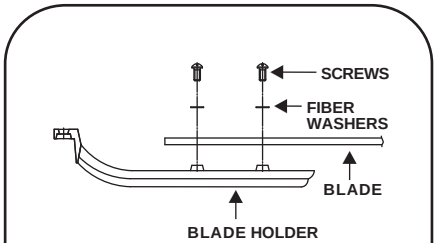

Fig. 16
**Step 1. Attach the fan blade to the blade holder using the screws and fiber washers provided. Tighten screws securely. Repeat process for remaining blades.(Fig. 16)**